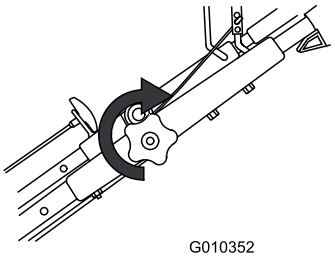

Figur 17
3. Dra åt det övre handtagsvredet så hårt du kan (Figur 17).